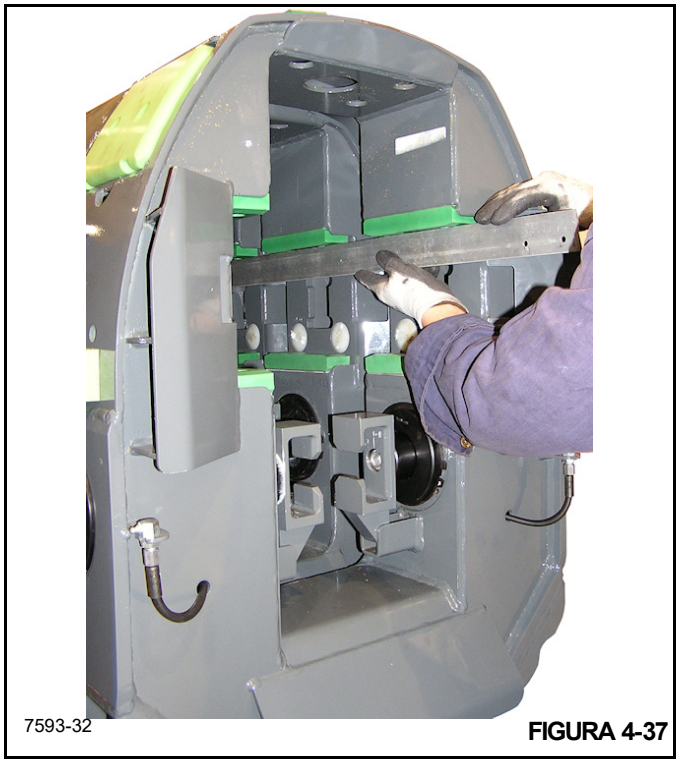

FIGURA 4-37
19. Revise cada juego emparejado de correderas en la sección 5 y en la sección 4 con una regla (Figura 4-37). Calce las correderas según sea necesario si la revisión con regla indica que no están alineadas.